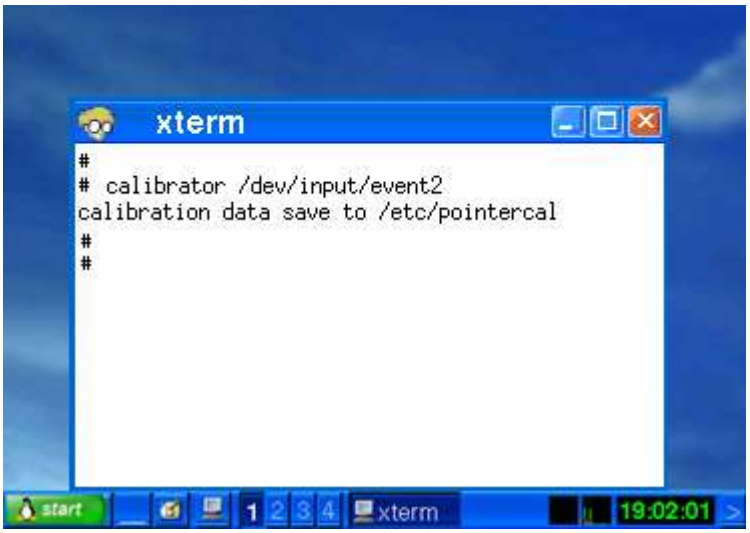

Fig. 10-14
Step 5: We are providing the calibration program to test and get the calibration data. For example, open an '**Xterm** windows' and execute the command '**calibrator /dev/input/event2**', and then the calibration windows displayed as illustrated in Fig. 10-14)